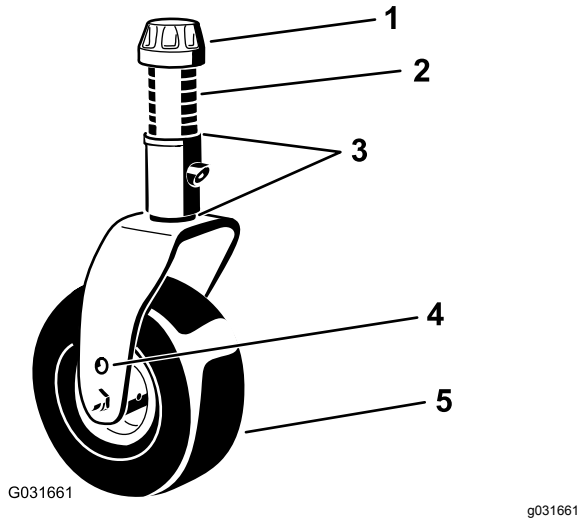

Figur 17
4. Lossa och ta bort spännlocket från svänghjulsspindelns axel med hjälp av den medföljande nyckeln för svänghjulslocket och skjut sedan ut svänghjulsaxeln ur svänghjulsarmen (Figur 17).
7. Montera mellanläggen (så som de satt från början) och de återstående distansbrickorna på axeln (Figur 17).
8. Montera spännlocket och dra åt det med den medföljande nyckeln för svänghjulslocket för att säkra enheten (Figur 17).